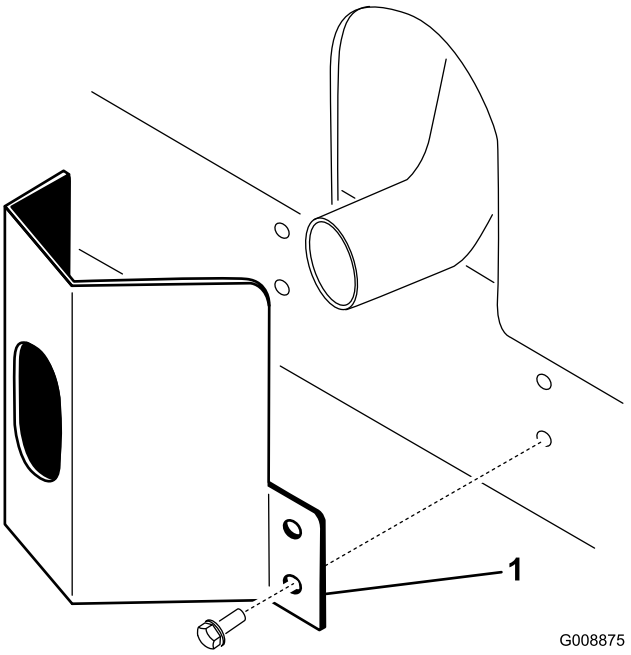

Figuur 11
1. Plaats het uitlaatscherm om de geluiddemper en zorg ervoor dat de montageopeningen en de openingen in het frame zich recht tegenover elkaar bevinden (Figuur 11).
2. Bevestig het uitlaatscherm aan het frame met 4 zelftappende schroeven (Figuur 11).